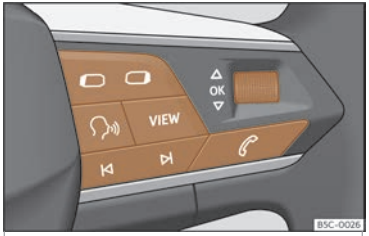

Fig. 60 Lado dereito do volante multifunción:teclas para usar os menús e as indicacións informativas do cadro de instrumentos (segundo versións).
Mentres haxa una advertencia con prioridade 1>>> **páx. 75** , non se poderá acceder a ningún menú. Algunhas advertencias pódense confirmar e ocultar coa tecla OK do volante multifunción>>> **fig. 60** .
- Se aparece unha mensaxe ou o pictograma do vehículo, prema a tecla OK>>> **fig. 60** ; se fose necesario, varias veces.
- Para cambiar de menús use as teclas ou >>> **fig. 60** .
- Para abrir o menú ou a indicación informativa que se amosa, prema a tecla OK >>> **fig. 60** ou agarde uns segundos ata que o menú ou a indicación informativa se abra automaticamente.
- No menú visualizado, xire a roda dereita do volante multifunción>>> **fig. 60** ata que se seleccione a opción de menú desexada. A opción aparece enmarcada.
- Prema a tecla OK>>> **fig. 60** para realizar as modificacións desexadas. Unha marca indica que a función ou o sistema en cuestión están activados.
Prema a tecla ou >>> **fig. 60** .